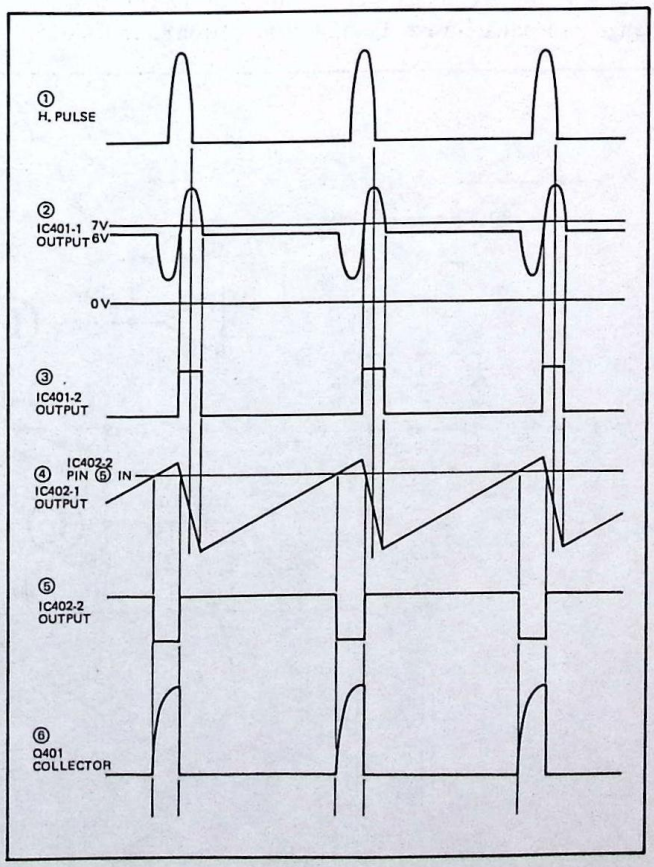

Fig. XII-4
Fig. XII-4, 2 shows the H pulse (came out from the H-OUT of the D board) which is differentiated by the IC401-1, where the fall and the rise of the H pulse is detected. At this time 6V of bias is applied to the pin ③. Next, only the rise of the H pulse is taken out by the IC401-2 comparator. 7V is applied to the pin ⑥ of the IC401-2 and if, in the case of more than 7V, then "H" is generated (Fig. XII-4, ③).
In the IC402-1 integration circuit, the output pulse of the IC402-2 is integrated and the saw-tooth waveform is created. This is input to the pin ⑥ of the IC402-2 in the Fig. XII-4, ④.
The IC402-2 compares the sawtooth wave for the pin ⑥ with the DC voltage for the pin ⑤ and outputs the pulse shown in the Fig. XII-4, ⑤. When the high voltage changes the DC voltage, input to the pin ⑤ changes and the pulse width of the pin ⑦ output also changes. When the high voltage rises, "L" pulse width becomes narrow. When the high voltage falls, "L" pulse width becomes wide. By changing this pulse width, ON time of the Q401 is changed and ON time of the Q402 (GCS) is changed. High-Tension (voltage) control is done by changing the ON time of the GCS, controling the pulse height of the cool side of primary winding in the FBT, and changing the pulse voltage input for the FBT equivalently. This high-voltage control is not done in the converter side (D board Q512). (Converter pulse height is almost constant.)